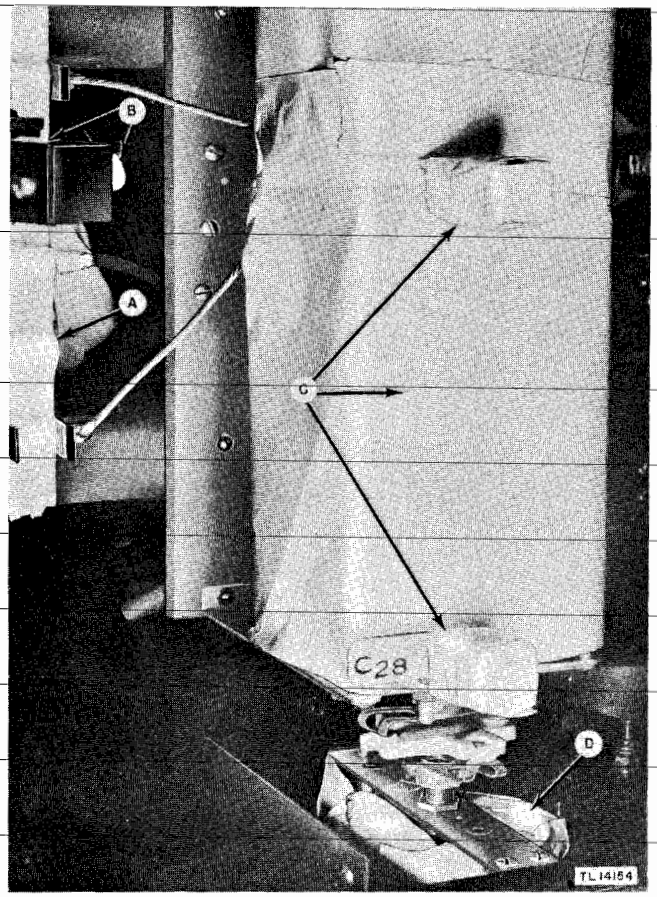

Figure 35. Radio Transmitter BC-610-E—top interior view of r-f chassis, showing method of masking.
(17) Jacks which receive antenna coil, item A, figure 35.
(18) Interlock switch, item B, figure 35.
(19) Plates of variable capacitor C_{12} and clip contacts of capacitor C_{28}, item C, figure 35.
(20) Drive gears of capacitor C_{12}, item D, figure 35.